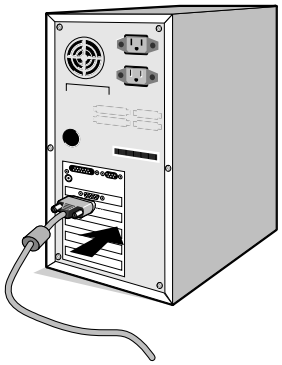

Figura A.1
2. **Para PC con salida analógica:** conecte el cable de señal del mini D-SUB de 15 clavijas al conector de la tarjeta de visualización de su sistema (**figura A.1**). Apriete todos los tornillos.